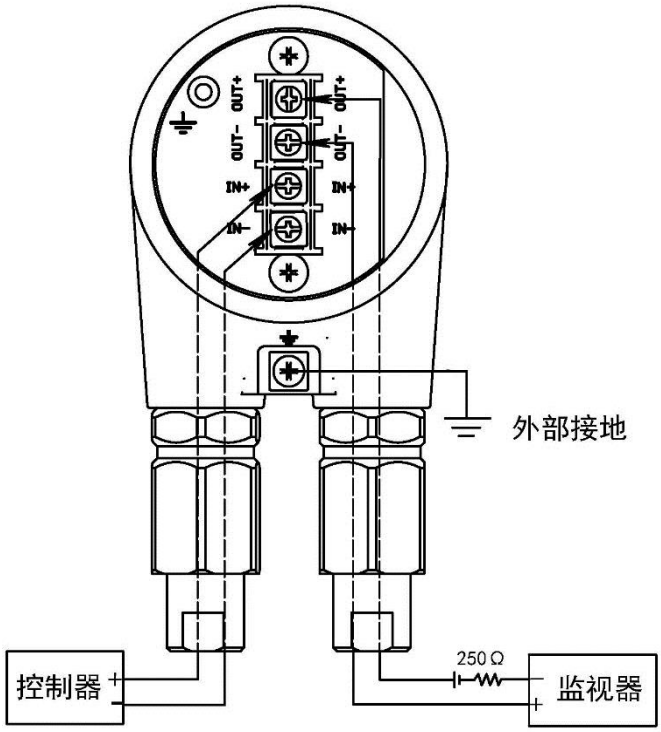
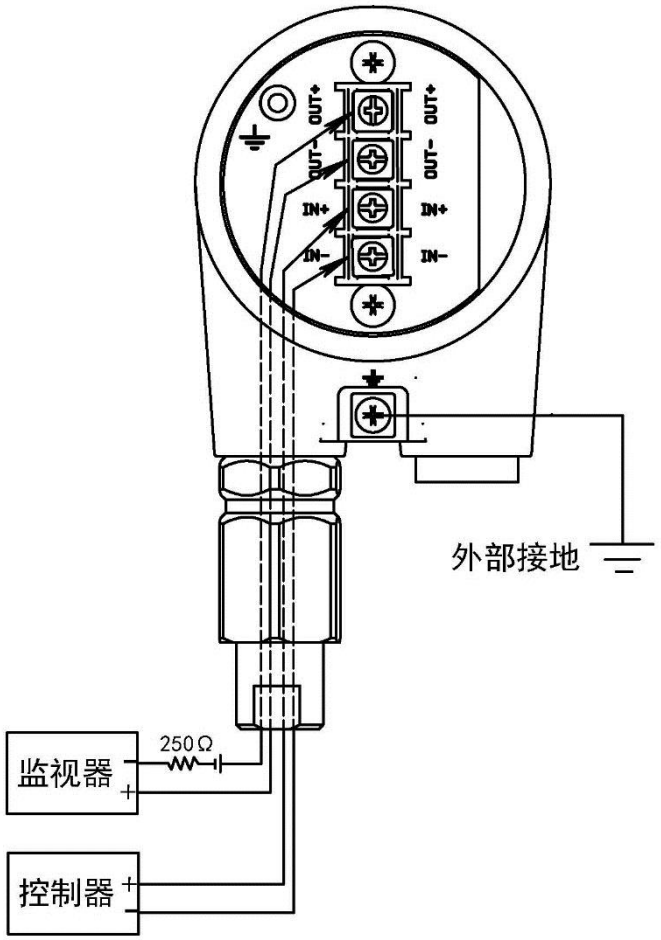

图 17 采用 2 线制电缆接线示意图
图 18 采用 4 线制电缆接线示意图
5. 外部接地时，用十字螺丝刀拧开螺丝，把接地线连接到接地端子，用螺丝和垫圈拧紧。外部接地端子的连接见图 17，图 18。